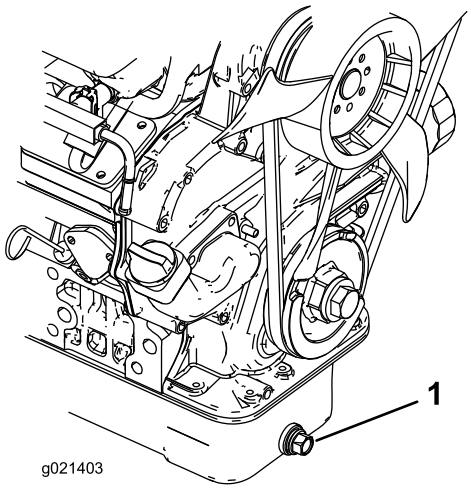

Figur 46
1. Ta bort avtappningspluggen (Figur 46) och låt oljan rinna ned i ett kärl. Sätt på avtappningspluggen igen när oljan har slutat att rinna.